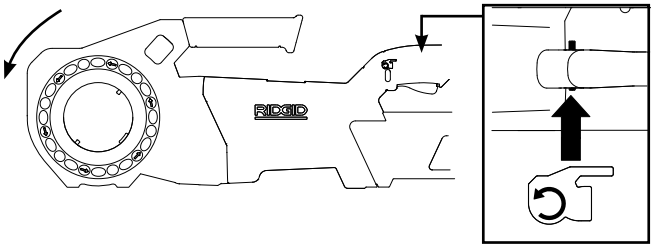

Rysunek 5B - Położenie przełącznika odpowiadające obrotom wstecznym(przeciwnie do ruchu wskazówek zegara)
- Powtórzyć proces dla operacji z obrotami wstecznymi *(patrz Rysunek 5B)*. Jeśli napęd nie obraca się we właściwym kierunku lub przełącznik WŁ./WYŁ. nie kontroluje pracy maszyny, nie wolno używać maszyny, dopóki nie zostanie naprawiona.